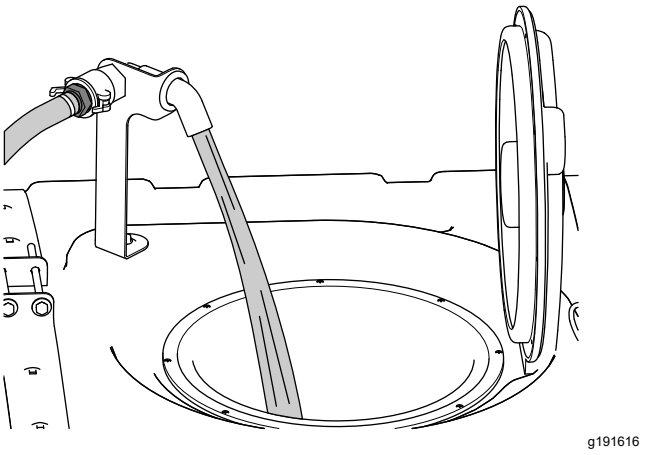

Figura 30
5. Añada 3/4 de la cantidad de agua necesaria al depósito de fumigación (Figura 30).